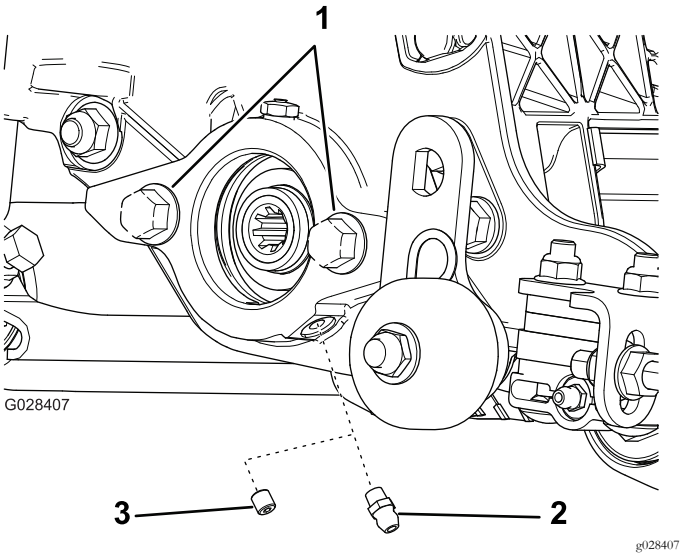

図 6
1. リールモータのサイドプレートの固定ねじを外す。ねじは廃棄する 図 6。
2. グリスフィッティングストレートを取り付ける 図 6。
4. リールモータのサイドプレートにボルトが付いていない場合は取り付ける 図 6。